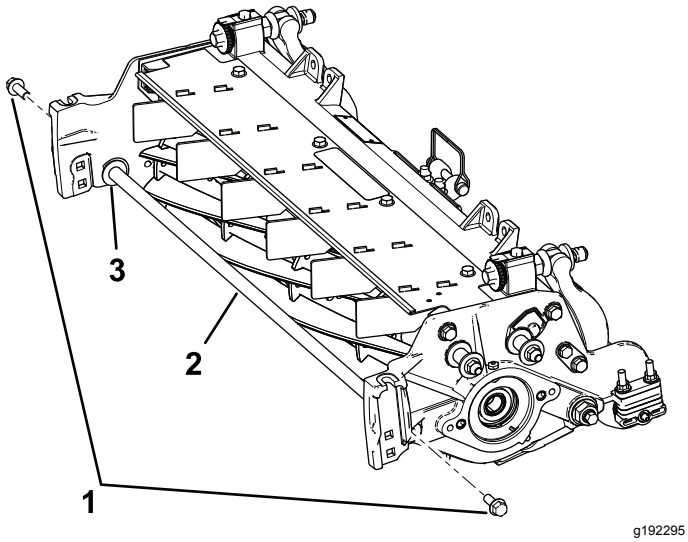

Figura 5
9. Retire los 2 pernos con arandela prensada y las arandelas que sujetan la varilla de soporte y retire la varilla de soporte (Figura 5).